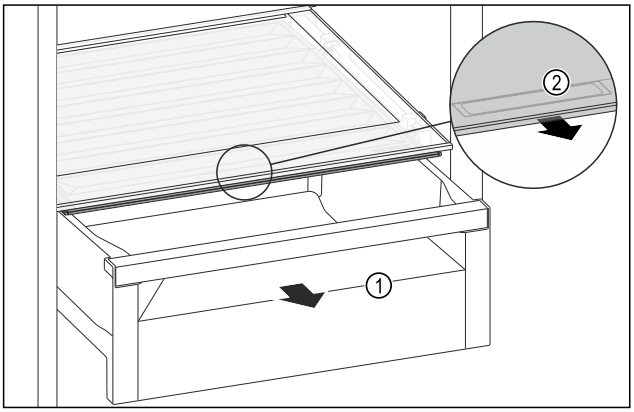

Fig. 150
▶ Schubfach *Fig. 150 (1)* herausziehen.
▶ Griffmulde *Fig. 150 (2)* am Fachdeckel anfassen und Fachdeckel gleichzeitig nach vorne ziehen.